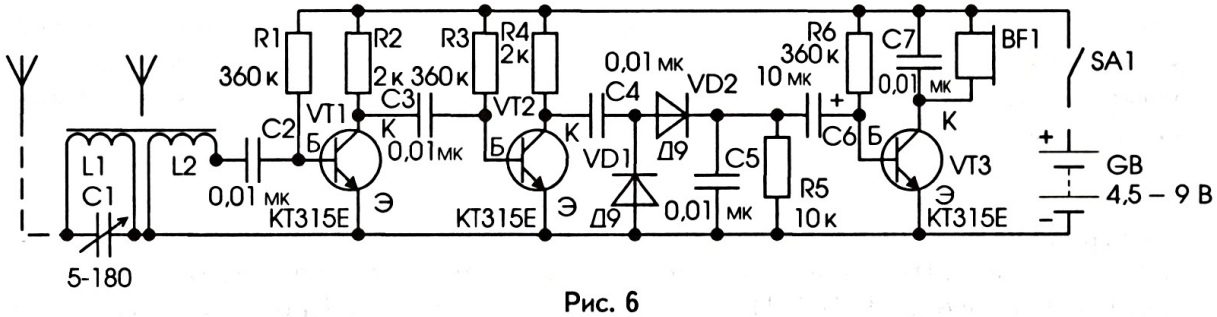
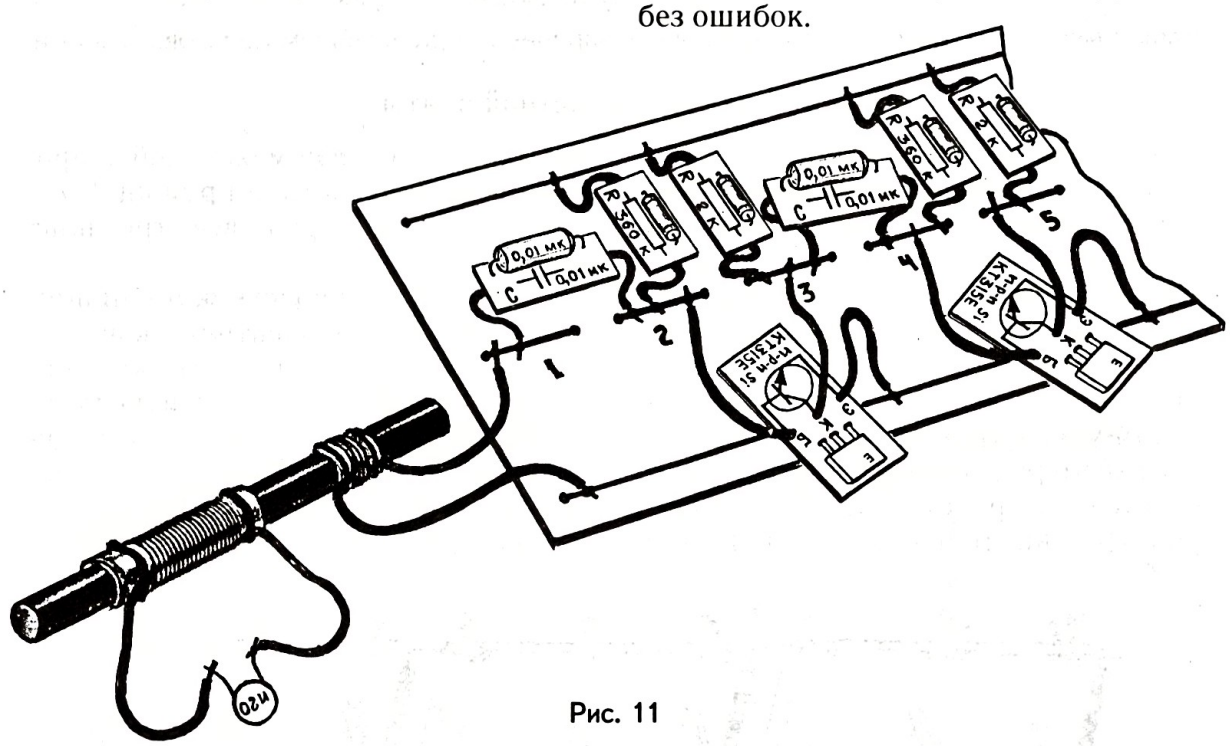

Рис. 6
Рис. 11
Представленный на рис. 6 радиоприемник, имеющий два каскада усиления радиочастоты на транзисторах **VT1**, **VT2**, детекторный каскад на диодах **VD1**, **VD2** и усилитель звуковой частоты на транзисторе **VT3**, объединяет достоинства всех предыдущих конструкций и надежно работает в различных регионах страны без дополнительной антенны и заземления (проверено автором).
На рис. 11 приведен пример сборки части радиоприемника, схема которого приведена на рис. 6. Для облегчения процесса сборки на электрической схеме (рис. 4—6) точки соединения деталей между собой можно пронумеровать в соответствии номерам используемых опорных площадок макетной платы. Это помогает начинающим радиолюбителям собирать конструкции без ошибок.
Рекомендуем пользоваться нашим опытом изготовления и настройки магнитной антенны. Мы на бумажном каркасе длиной 90 см наматываем виток к витку 300 витков катушки **L1**, делая отводы через каждые 30 витков, начиная с 70-го. В связи с тем, что конденсаторы переменной емкости стоят дорого, для настройки контура мы используем набор конденсаторов 100 пф, 200 пФ, 300 пФ и 470 пФ. На базе трехтранзисторного радиоприемника (рис. 6) настройку на радиочастоту станции производим подбором числа витков и соответствующих конденсаторов. Точную настройку на станцию осуществляем движением контурной катушки вдоль стержня и поворачивая горизонтально расположенную магнитную антенну. Например, в нашей местности наиболее громко и стабильно слышен сигнал радиостанции г. Казани при контурной катушке **L1**, состоящей из 180 витков, конденсаторе **C1** емкостью 200 пФ и катушке связи **L2** из 12-ти витков.
1. Соберите на макетной плате схему радиоприемника прямого усиления на трех транзисторах (рис. 6, 11).
2. Каково назначение деталей радиоприемника, схема которого приведена на рис. 6?